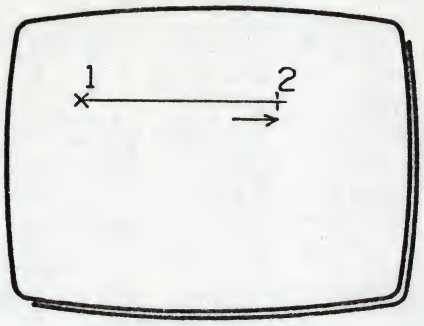

Fig 1
2 Start the figure by move XY to position the dynamic cursor at (1) in Fig 1.
4 Move XY to position the dynamic cursor at (2) in Fig 1.